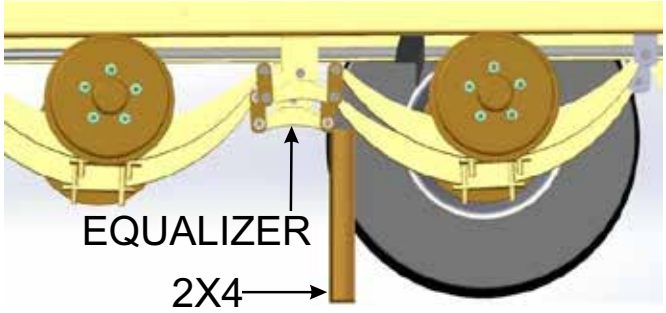

Figure 8. Stablizing Tandem Axle
11. To stabilize the tandem axle (Figure 8) equalizers during the axle replacement process, place a 2" X 4" (or like item) as shown on the opposite axle that is being replaced.